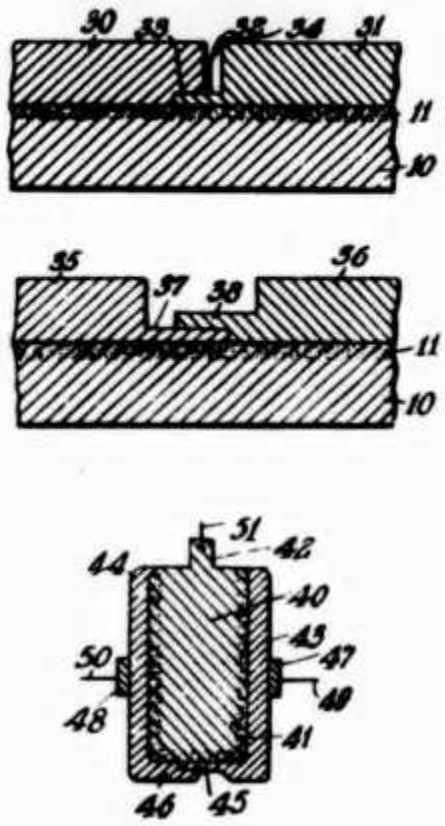

Fig. 3—Cross-sections of improved amplifier designs. (10) and (11) correspond to (40) and (41); (31) and (30) to (43) and (44).
Though he never improved on his semiconductor theory Lilienfeld went on inventing. In his second patent application seventeen months later he describes various design improvements for the amplifier and gives greater detail of materials and fabrication.[2] This time the frame is a substrate of aluminum instead of glass. See fig. 3. A dielectric layer of aluminum oxide 10^{-4} mm. thick is formed electrolytically or "by purely chemical methods" on one surface. Over that are two conducting layers, (30) and (31). One may be aluminum and the other "copper disulfide (Cu_2S), lead dioxide (PbO_2), etc. . . .
[2] Patent No. 1,900,018. Filed March 28, 1928, dated March 7, 1933; from which figure 3 is reproduced.